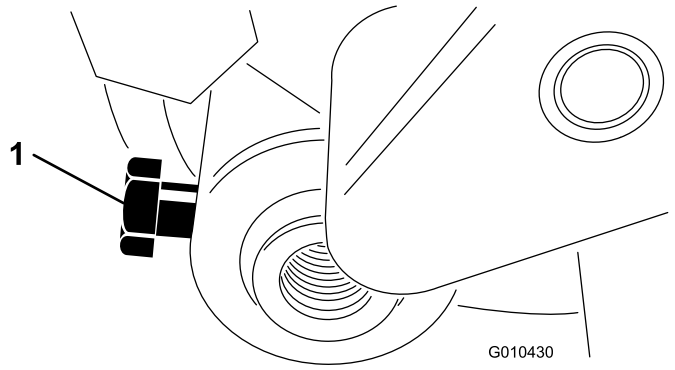

Рисунок 16
9. Вставьте ось валика в узел рычага левого регулятора и зафиксируйте болтом (M6-1 x 12 мм), не затягивая, как показано на Рисунок 16.
4. Выровняйте валик по центру между рычагами регуляторов и затяните крепежные болты (см. Рисунок 16).